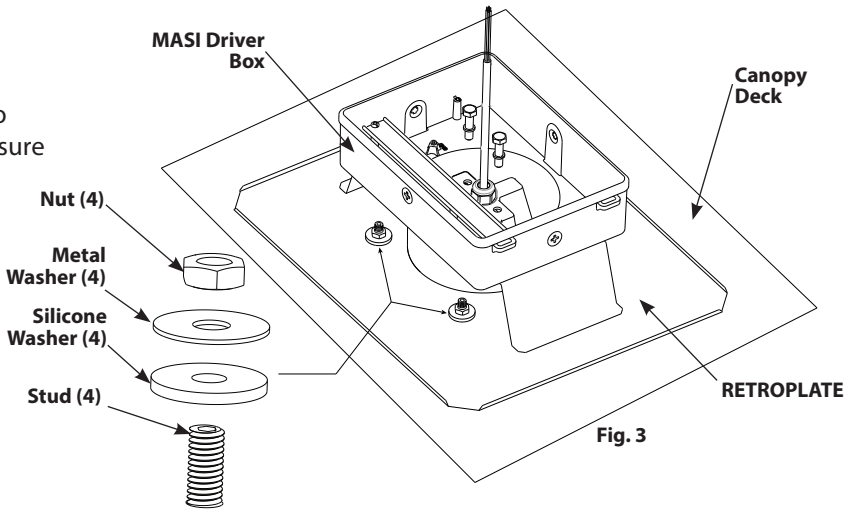

Fig. 3
3. Secure **Housing** to **RETROPLATE** with **Silicone Washer**, **Metal Washer**, and **Nut (Fig. 3)** .